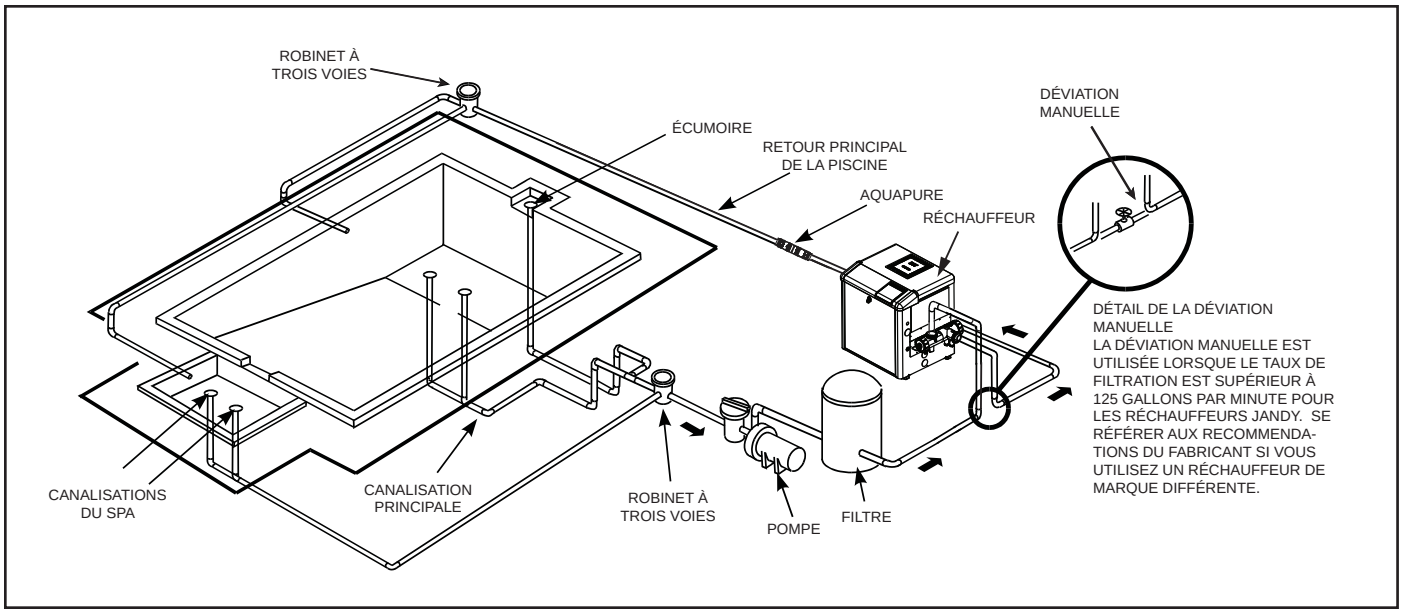

Figure 2. Installation typique de la tuyauterie
1. Zodiac® recommande d'installer la pompe à 30 cm (1 pied) au-dessus du niveau de l'eau. Se référer à la Figure 2 pour une installation typique. La pompe ne devrait pas être située à plus d'un (1) mètre (3 pi) au-dessus ou en-dessous de la surface de l'eau de la piscine.
3. La pompe ePump avec brise-vide doit être raccordée à au moins deux (2) bouches d'aspiration hydrauliquement équilibrées pour chaque conduite d'aspiration de la pompe de piscine. Se référer à la Figure 2. Chaque canalisation d'évacuation doit être fournie avec des couvercles listés ou agréés par la dernière version publiée de la norme ANSI®/ASME® A112.19.8, ou de la norme qui lui succède, ANSI/APSP-16. Les bouches d'aspiration doivent être éloignées d'au moins un (1) mètre ou se situer sur des plans différents. Les sorties d'aspiration peuvent être un drain et une écumoire, deux (2) drains, deux (2) écumoires ou une écumoire avec une conduite d'égalisation. Pour plus de détails et les instructions, consulter la norme ANSI/APSP 7 pour la Prévention du piégeage dans les piscines, les pataugeoires, les spas, les jacuzzis et les bassins collecteurs. Vérifier les codes locaux pour les normes d'une bonne installation. Les codes locaux applicables ont préséance sur les autres codes.